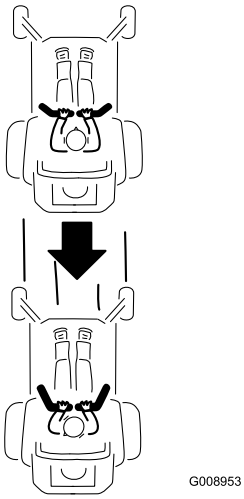

**Figur 17**
2. Når du skal rygge må du se bak deg og ned på bakken, mens du trekker bevegelseskontrollspakene sakte bakover (Figur 17).
Legg likt trykk på begge kontrollspakene for å kjøre rett fram (Figur 17).